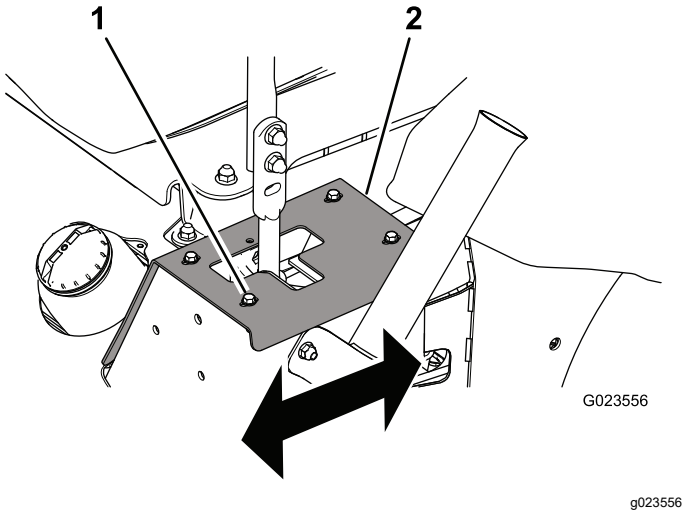

Rysunek 55
- Jeżeli porusza się w prawo, poluzuj śruby i przestaw lewą płytkę ograniczającą do tyłu, tak aby maszyna poruszała się po linii prostej (Rysunek 55).
- Jeżeli porusza się w lewo, poluzuj śruby i przestaw prawą płytkę ograniczającą do tyłu, tak aby maszyna poruszała się po linii prostej (Rysunek 55).
1. Śruba (4)
3. Dokręć śruby, aby zabezpieczyć płytkę ograniczającą (Rysunek 55).